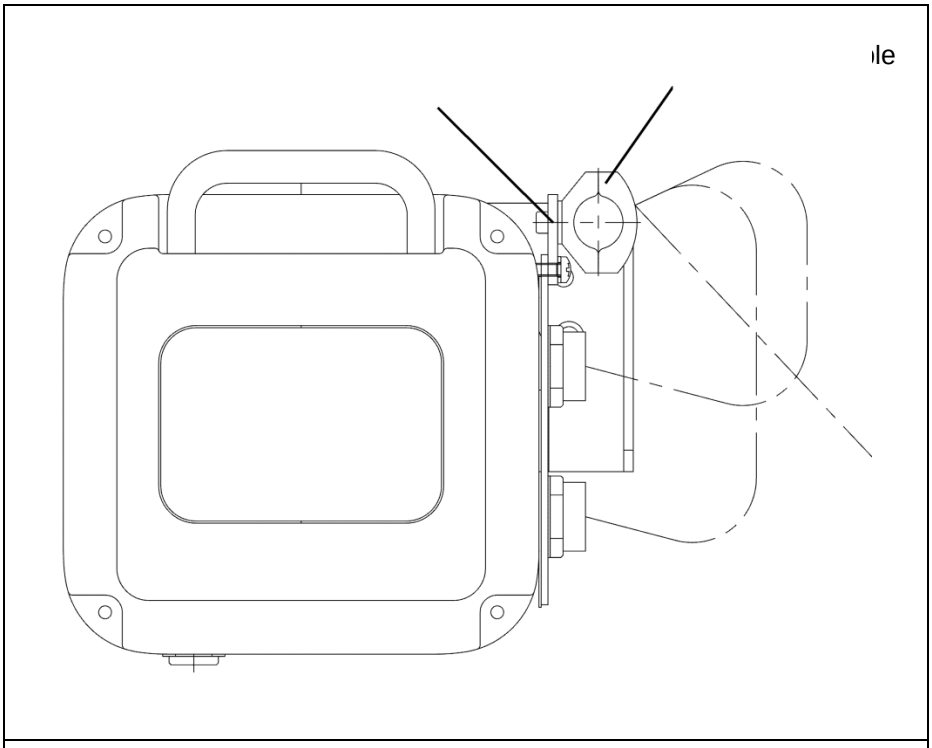

Figura 3-6 Conjunto de soporte de cable
3.5.7 Verifique que el cable de alimentación eléctrica y el cable de control estén sujetos por el conjunto de soporte de cable y conectados al soporte de enchufe, como se muestra en la Figura 3-6. Proceda con cuidado para no torcer ni pellizcar los cables.